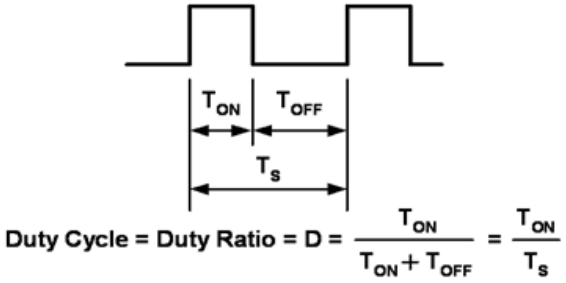

Figure 12.
The method of pulsing the current through the LEDs is known as Pulse Width Modulation (PWM) and has become the preferred method of changing the light level. LEDs being a silicon device, turn on and off rapidly in response to the current through them being turned on and off. The switching time is in the order of 100 nanoseconds, this equates to a maximum frequency of 10 Mhz, and applications will typically operate from a 100 Hz to 100 kHz. Below 100 Hz the human eye will detect a flicker from the light emitted from the LEDs. Between 500 Hz and 20 kHz the circuit may generate audible sound. Dimming is achieved by turning the LEDs on and off for a portion of a single cycle. This on/off cycle is called the Duty cycle (D) and is expressed by the amount of time the LEDs are on (Ton) divided by the total time of an on/off cycle (Ts) (Figure 12).